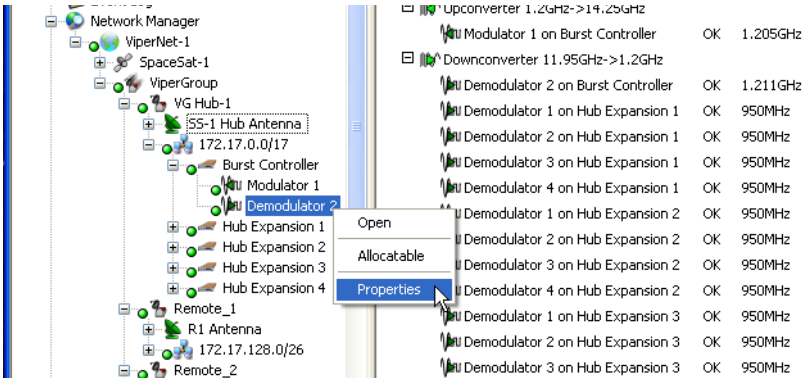

Figure 3-52 Hub BC Demodulator Properties menu command
1. Right-click on the BC demodulator and select **Properties** from the drop-down menu (figure 3-52).